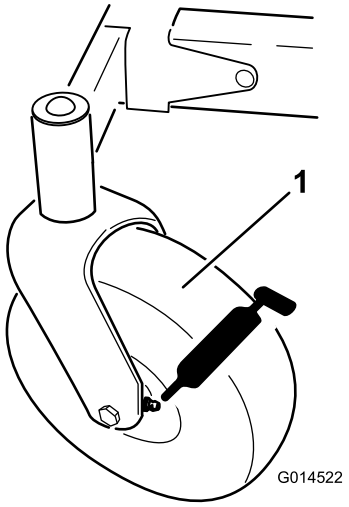
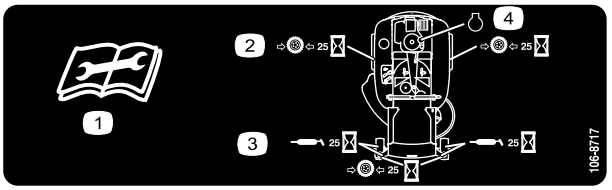

Figur 28
Figur 29
3. Tørk av smøreniplene (Figur 28 og Figur 29) med en fille. Pass på at du skraper av lakken foran på anordningen(e).
4. Sett en fettsprøyte på anordningen (Figur 28 og Figur 29). Påfør smørefett i smøreniplene til det tyter ut av lagrene.